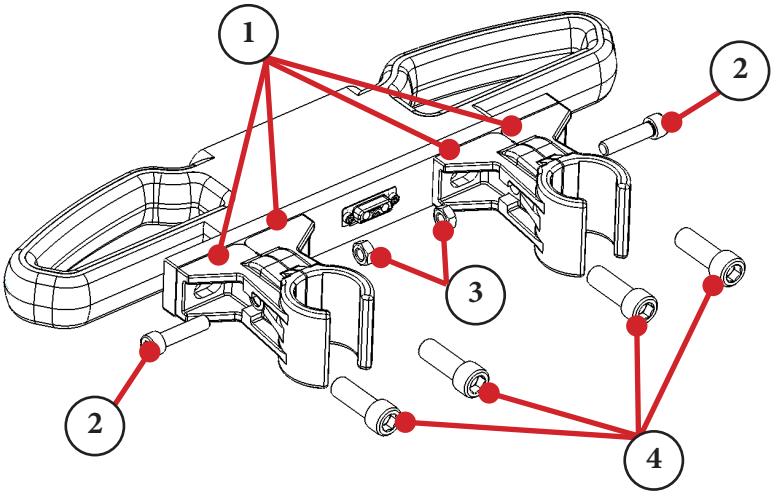

Figure 8.8 - Handle Assembly
1. Remove the handle to MFR bracket and handle from the packaging. The handle with bracket should include all the parts seen in Figure 8.8. The clamps may be disassembled.
a. Combine the clamp pieces as shown in Figure 8.8 (Item 1). Use the M8 clamp screws (Item 2) and clamp nut (Item 3) to loosely combine the clamps.